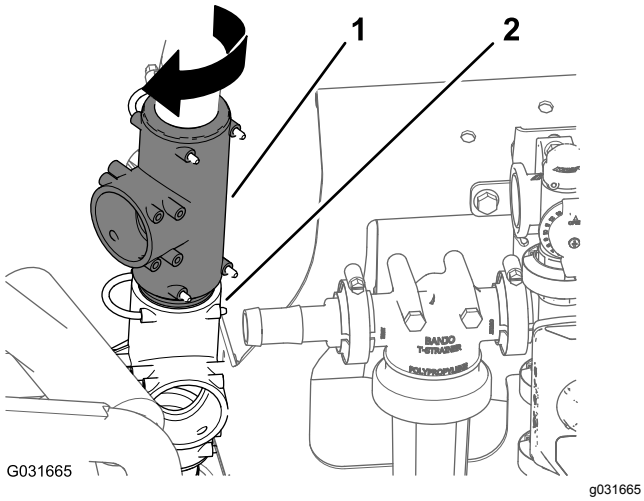

Figur 218
3. Drej den øvre T-fitting ca. 45° med uret (Figur 218).